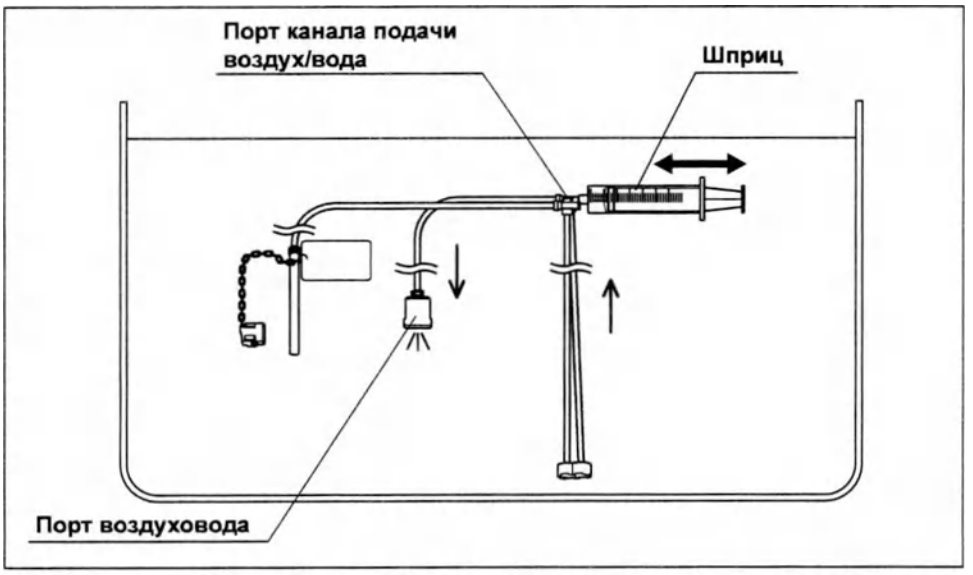

Рис. 6.33
5. Полностью погрузив шприц и инъекционную трубку в воду для промывания, медленно оттяните поршень шприца, чтобы заполнить шприц водой для промывания. Затем надавите на поршень, чтобы промыть трубку канала подачи воздух/вода инъекционной трубки 30 мл воды для промывания. Убедитесь в том, что во время промывания из порта воздуховода не выходят пузырьки воздуха. (см. рис. 6.33)